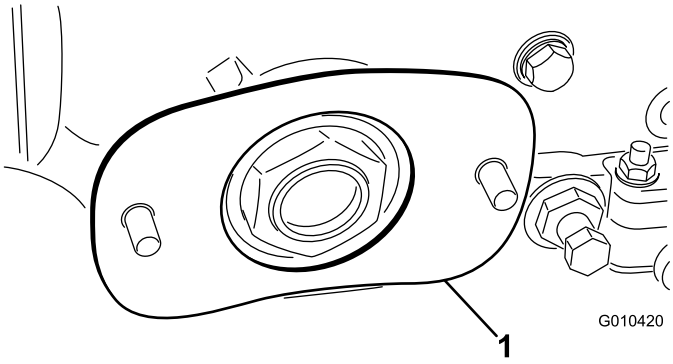

Figur 5
8. För in mellanlägget över bultarna i enlighet med Figur 5.